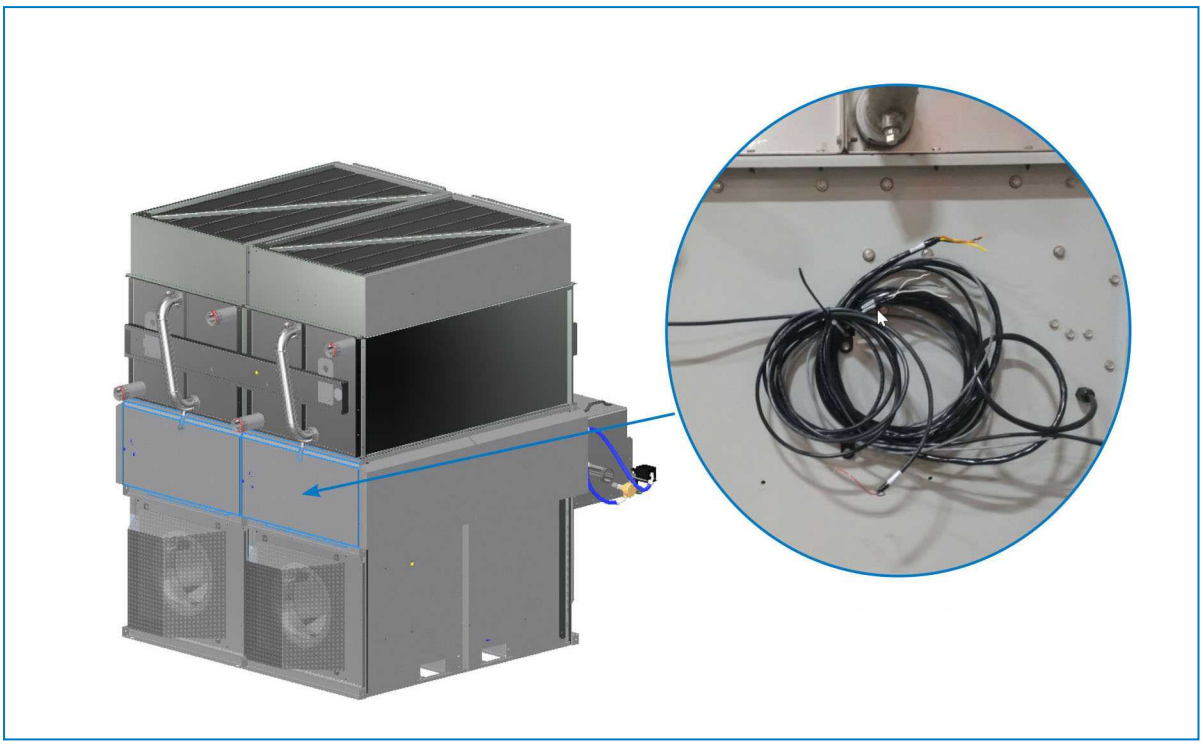

Рис. 11. Расположение проводки вентилятора
1. Снимите заднюю защитную панель, расположенную на противоположной стороне от водного бассейна (поверхность D). Найдите провод вентилятора, размещенный под защитной панелью каждого модуля. См. рисунок 11.